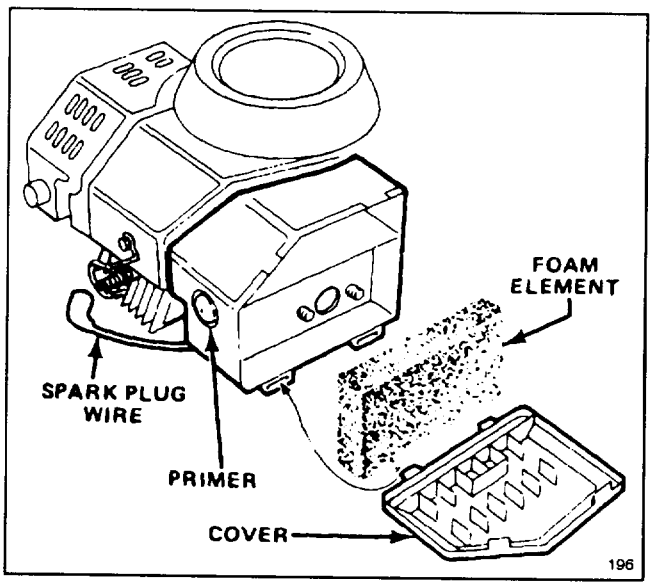

**Figure 18**
1. Stop engine and pull wire off spark plug (Fig. 18).
1. Stop engine and wait for all moving parts to stop. Pull wire off spark plug (Fig. 18).